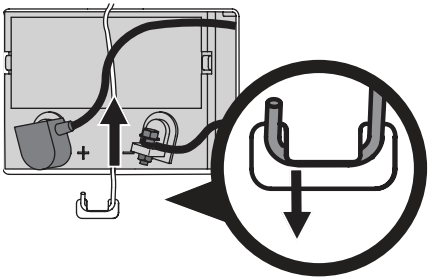

Fig. 23
3. Sur l'aide à droite, appuyez sur la tige de retenue en poussant et en sortant l'extrémité courbée de la languette. Faites pivoter la tige de retenue de la batterie vers le haut et retirez la batterie (Fig. 23).